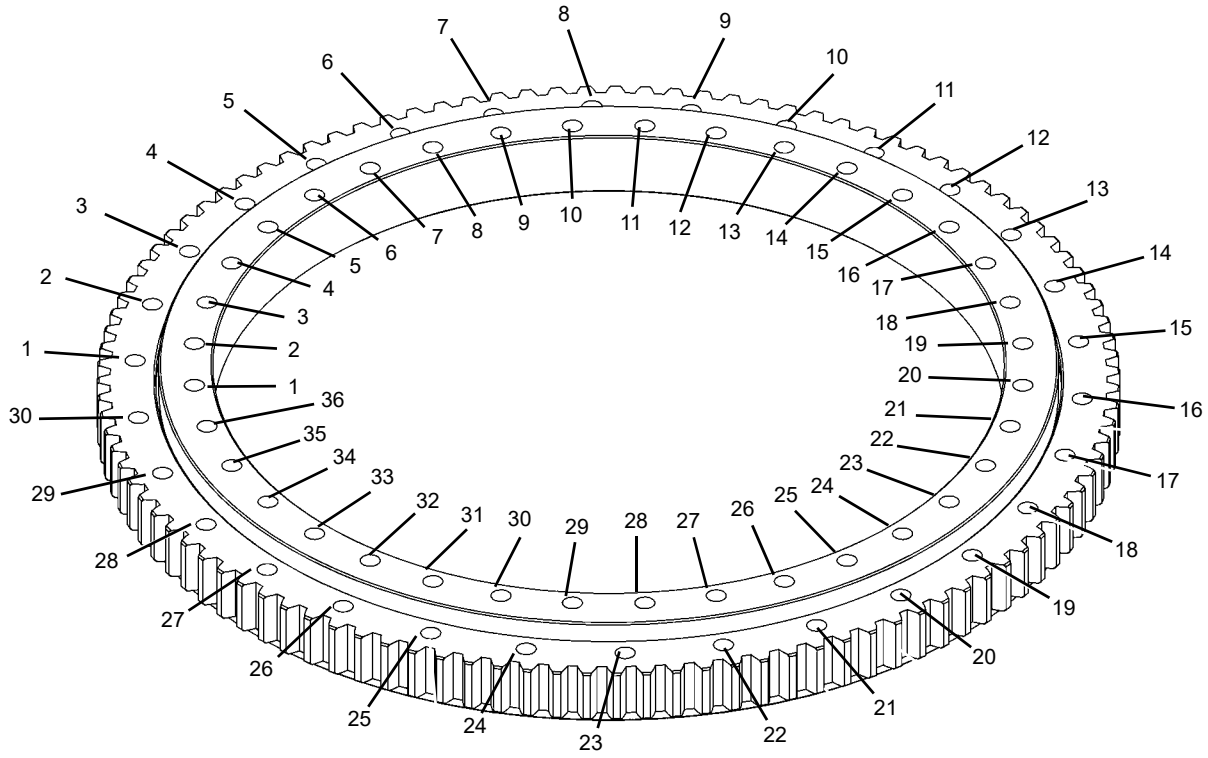

FIGURA 6-4
La pista interior del cojinete se fija a la torreta por medio de 36 pernos M24 clase 12.9 (Figura 6-4). La pista exterior del cojinete se fija a la torreta por medio de 30 pernos M24 clase 12.9 (Figura 6-4).
2. Apriete los ocho pernos (Figura 6-4) a un 80% del valor de apriete especificado con la secuencia siguiente: 1, 19, 10, 28, 6, 23, 15 y 33; consulte *Sujetadores y valores de apriete*, página 1-7, para el valor de apriete correcto. Las herramientas utilizadas son el casquillo, llave multiplicadora, adaptador de juego entre dientes, las extensiones que sean necesarias y una llave torsiométrica.
Apriete los ocho pernos (Figura 6-4) a un 80% del valor de apriete especificado con la secuencia siguiente: 1, 16, 9, 24, 4, 19, 13 y 27; consulte *Sujetadores y valores de apriete*, página 1-7, para el valor de apriete correcto. Las herramientas utilizadas son el casquillo, llave multiplicadora, adaptador de juego entre dientes, las extensiones que sean necesarias y una llave torsiométrica.